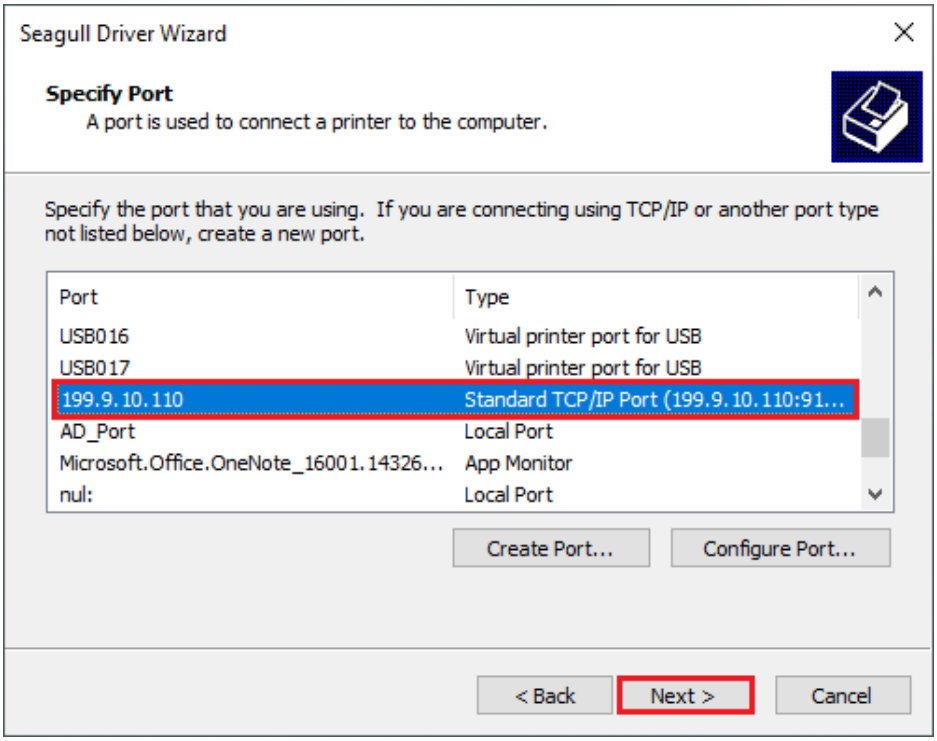

Figure 2-42 Specify Port Screen
9. Return to the "Specify Port" screen, select the TCP/IP Port that has been added, and click "Next", as shown in Figure 2-42.